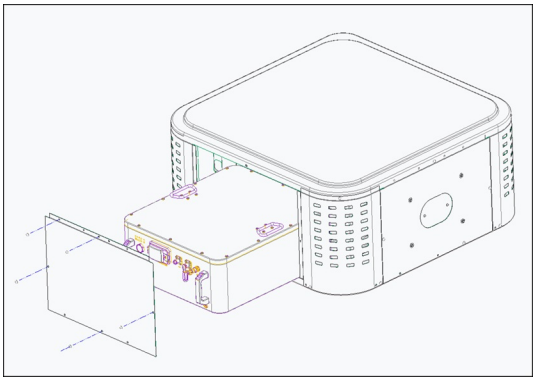

Fig. 8 – Battery Placement into Enclosure and Screw Locations
4. Open the panel on the Enclosure near battery entrance by removing the four (4) screws on the front panel (see Fig. 8).